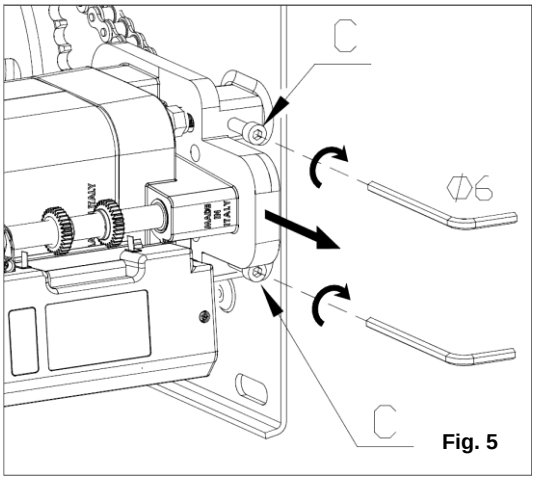
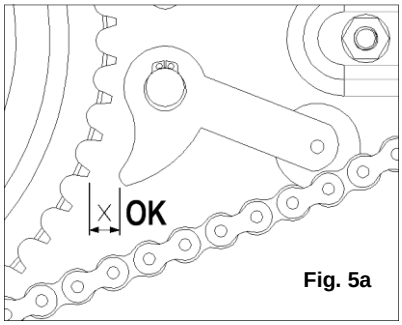

Fig. 5
Fig. 5a
La staffa di trasmissione è dotata di un sistema integrato che ha il compito di svolgere sia la funzione di paracadute che quella di tendicatena. Il paracadute blocca la serranda nel caso in cui si verifica la rottura della catena mentre la parte tendicatena, sempre in presa, garantisce un corretto funzionamento della trasmissione. La regolazione del tendicatena si esegue avvitando le due viti di registro **(C)** mostrate in fig.5. Agendo in questo modo si ottiene lo spostamento del motore il quale, essendo collegato al sistema di trasmissione, tensiona la catena. Nella fig.5a è mostrata la posizione corretta del sistema dopo la regolazione.
The transmission bracket is equipped with an integrated system to act as both a parachute and chain tensioner. The parachute locks the shutter in the event the chain breaks while the chain tensioner, in constant mesh, ensures the transmission functions properly. The chain tensioner is adjusted by screwing the two adjusting screws **(C)** shown in fig.5. By acting in this way, the motor is moved, which being connected to the transmission system, tensions the chain. Fig 5a shows the correct position of the system after the adjustment.
Le support de transmission est équipé d'un système intégré qui doit effectuer à la fois la fonction d'un dispositif antichute et de tendeur de chaîne. Le dispositif antichute bloque le volet au cas où la rupture de la chaîne se vérifierait pendant que la partie du tendeur de chaîne, toujours enclenchée, garantit un fonctionnement correct de la transmission. Le réglage du tendeur de chaîne s'effectue en vissant les deux vis de réglage **(C) représentées** sur la fig.5. Le déplacement du moteur avec lequel il tend la chaîne, étant relié au système de transmission, est obtenu en agissant de cette manière. La figure 5A indique la position correcte du système après le réglage.
El estribo de transmisión dispone de un sistema integrado que cumple las funciones de paracaídas y de tensor de la cadena. El paracaídas bloquea el cierre enrollable en caso de que se produzca la rotura de la cadena, mientras la parte del tensor de cadena, siempre activo, garantiza un correcto funcionamiento de la transmisión. La regulación del tensor de la cadena se efectúa apretando los dos tornillos de ajuste **(C)** que se muestran en la fig. 5. Procediendo de ese modo, se obtiene el desplazamiento del motor, el cual, al estar conectado al sistema de transmisión, tensa la cadena. La fig.5a muestra la posición correcta del sistema después de la regulación.